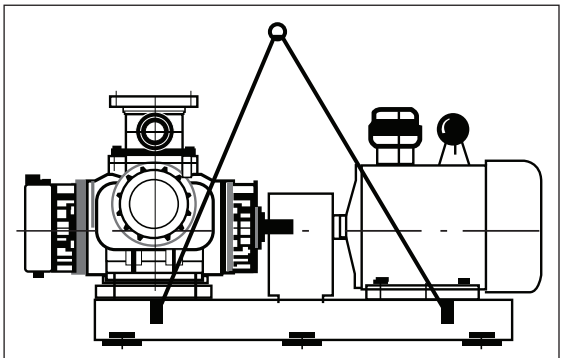

FIGURE 2 UNIT LIFTING
3. When lifting the pumping unit (motor included), chain should be attached to the hook of the base-plate. Make sure that no pipes or attached auxiliaries are damaged. See Figure 2 for reference.